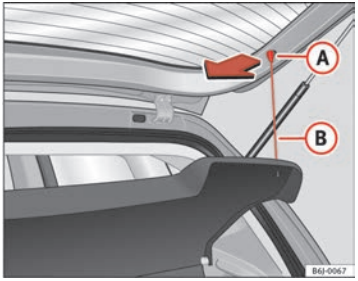

Fig. 85 Bandeja portaobjetos
– Desenganche los tirantes ⇒ fig. 85 (B) de los alojamientos (A).